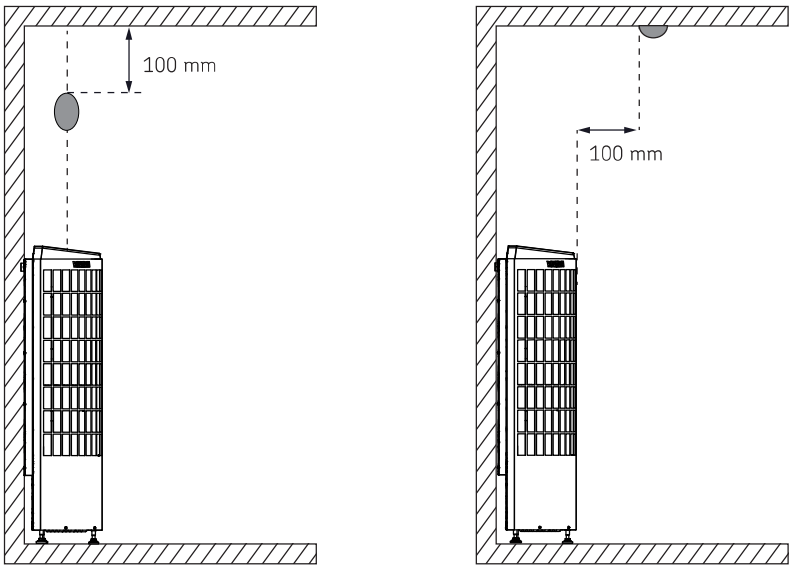

Figure 3. Installing the heat sensor
- Install the sensor as shown in figure (>> Figure 3. Installing the heat sensor) Connect the sensor cable to the connector in the heater on a colour-to-colour principle.